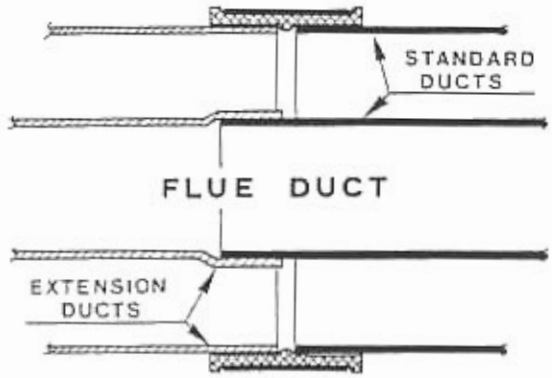

Fig. 9
- If an extension duct or ducts is/are to be used, the flue and air ducts should be joined before proceeding to the next section. The extension ducts should be joined to each other and to the standard ducts using the following procedure (fig. 9):
- Drill two 3.3 mm diameter holes in the air duct (larger duct) as shown in fig. 9. Screw the two self tapping screws provided with each kit into the holes to secure the joint.